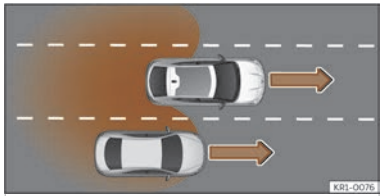

Abb. 126 Überholen auf der mittleren Spur und anschließender Wechsel auf die rechte Fahrbahn.
- Bei Überholung eines anderen Fahrzeugs ››› **(Abb. 126)** mit einer Geschwindigkeitsdifferenz von ca. 10 km/h (6 mph). Erfolgt die Überholung wesentlich schneller, erfolgt keine Anzeige.